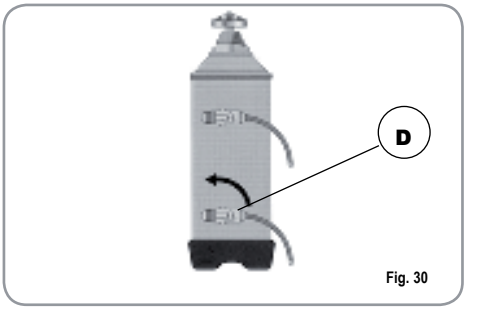

Fig. 30
3) Repositionner alors le levier D vers la gauche (Fig. 30).